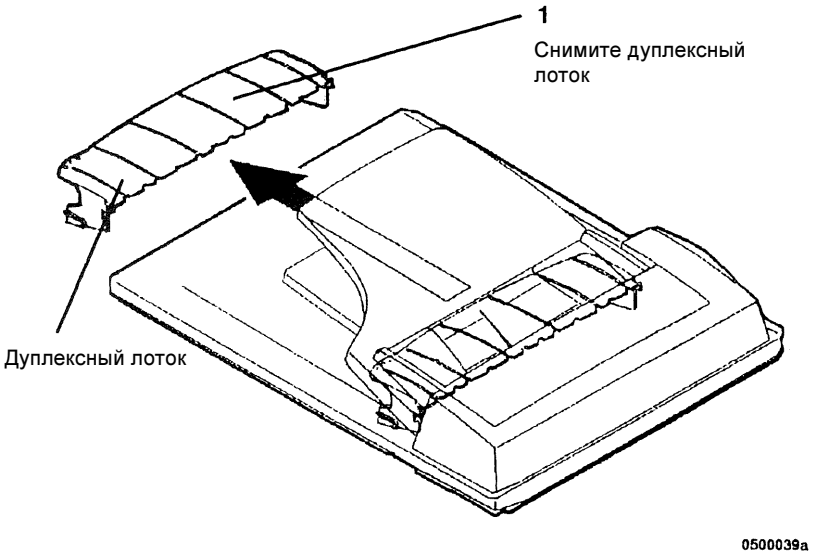

Рисунок 1 Снятие дуплексного лотка
1. (Рисунок 1): Снимите дуплексный лоток